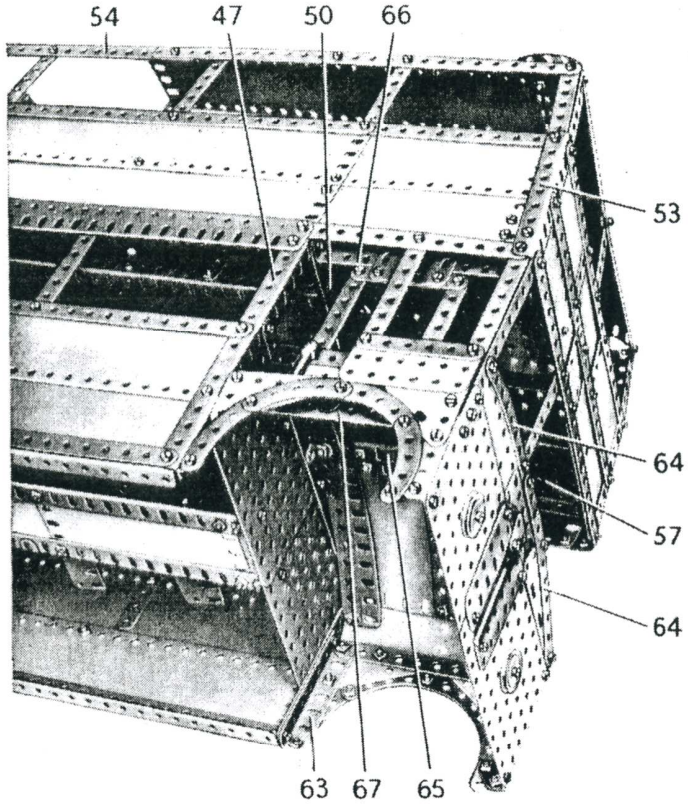

FIG. 9
Le côté du capot (Fig. 1) est une plaque flexible de 14 × 4 cm. cintrée sur sa longeur et boulonnée sur une cornière de 6 trous (63) (Fig. 9). Une plaque flexible triangulaire de 6 × 4 cm. et une de 6 × 5 cm. recouvrent l'une des roues. Le devant du capot est constitué par deux plaques sans rebords de 14 × 9 cm. qui se recouvrent sur 3 trous et qui sont boulonnées sur des cornières de 6 trous fixées sur les côtés de la cabine et du capot. Les plaques sans rebords sont prolongées vers le haut par une plaque flexible de 14 × 4 cm. et une de 6 × 4 cm. qui se recouvrent sur 4 trous, et par une plaque flexible triangulaire de 9 × 4 cm. Les extrémités supérieures de ces plaques sont bordées par deux bandes incurvées de 14 cm. (64).